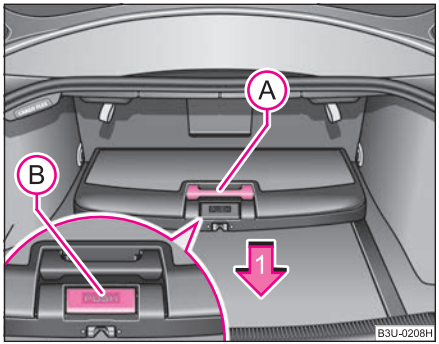
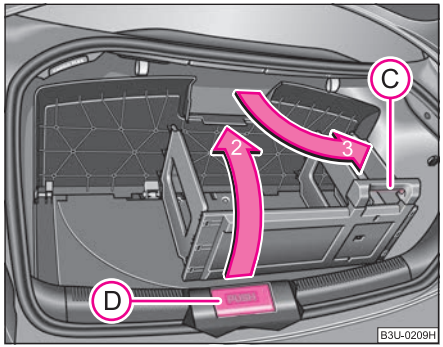

Fig. 81 Luggage compartment: folding box
Fig. 82 Opening folding box
– Press the button marked “PUSH” (B) ⇒ fig. 81.
– Grasp the folding box at the handle (A) and push it in direction of arrow **1** against the partition of the luggage compartment into the secured position. The lock below the button must be heard to engage. If correctly locked, the button marked “PUSH” (B) moves back into its initial position.
– Raise the lid in direction of arrow **2** ⇒ fig. 82. ▶
– Press on the bottom part of the handle (C) and open the compartments in the direction of arrow **3**. The compartment wall must be heard to engage in the slot in the bottom part of the box.
– Press on the button marked “PUSH” (D) ⇒ page 92, fig. 82 and carefully push the folding box into the secured middle position. If correctly locked, the button marked “PUSH” (D) is moved back into its initial position. You can now use the space which has become available for stowing further items of luggage.